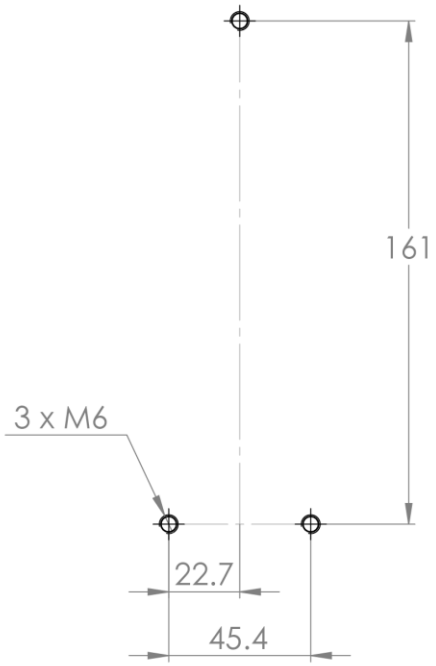

Figure 5-4 Remote Pendant Cradle Mounting Hole Pattern (mm)
STEP 1 Drill three M6 holes to suit the mounting hole pattern for the cradle as shown in *Figure 5-4.*